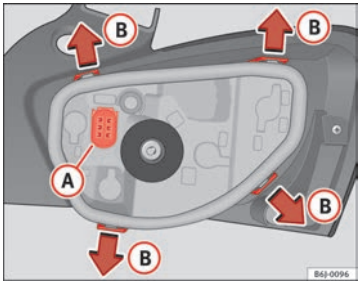

Fig. 152 Changing bulbs on tail lights
– Remove the bulb holder, separating it from the casing. To do this, press tabs (B) in the direction of the arrows. ⇒ fig. 152.